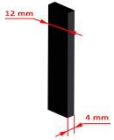

FIGURA 1
- **Sia in caso di montaggio presso un rivenditore autorizzato ATK RACE® che in caso di montaggio fai–da-te, è possibile verificare la corretta distanza di montaggio (4 mm) tra l' estremità posteriore dello scarpone in corrispondenza della talloniera e il piano dell' attacco perpendicolare allo sci, utilizzando il distanziometro da 4 mm in dotazione nella confezione dell' attacco, come illustrato in FIGURA 1, 2 e 3.**